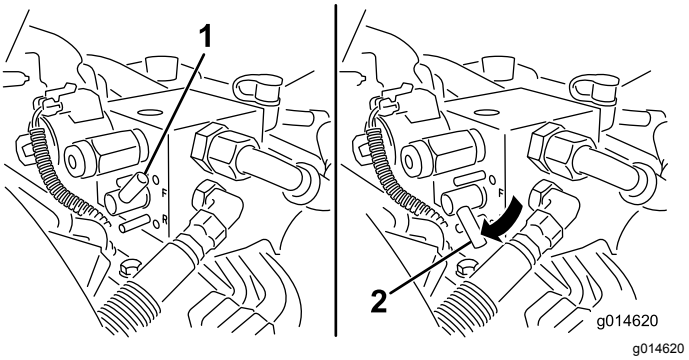

Figur 50
5. Drei slipespaken til R (REVERS)-stillingen (Figur 50).